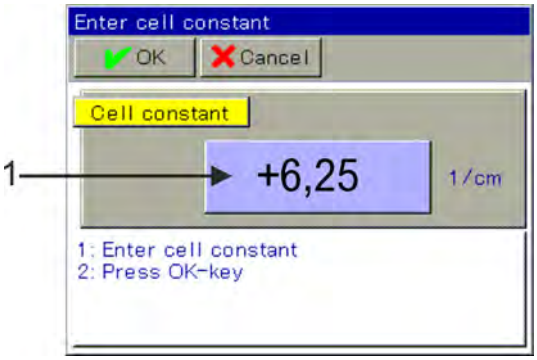

Fig. 75: Press the button to make an entry (1)
6. Enter the cell constant of the sensor a (6.9) and confirm with "OK". (See Fig. 75 .)